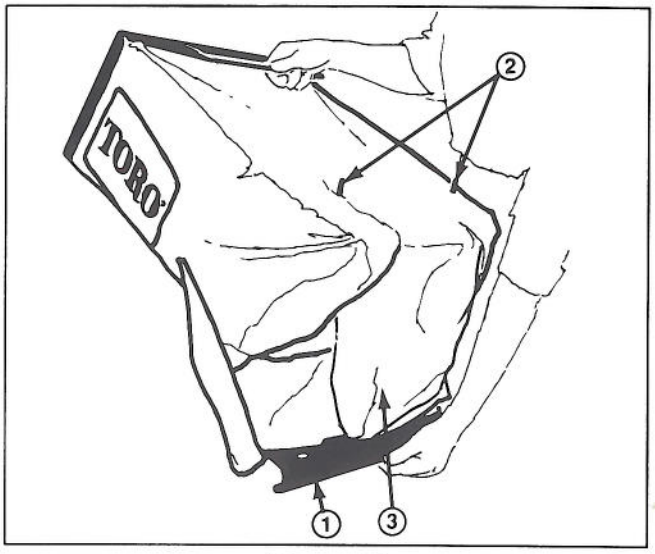

Figure 14
4. EMPTYING BAG—Grasp bag frame handle. Lift plastic bar off pins and slip rear of grass bag off bag frame (Fig. 14). Lift up grass bag flap covering rear of bag. Gradually raise front of bag while shaking bag to empty.